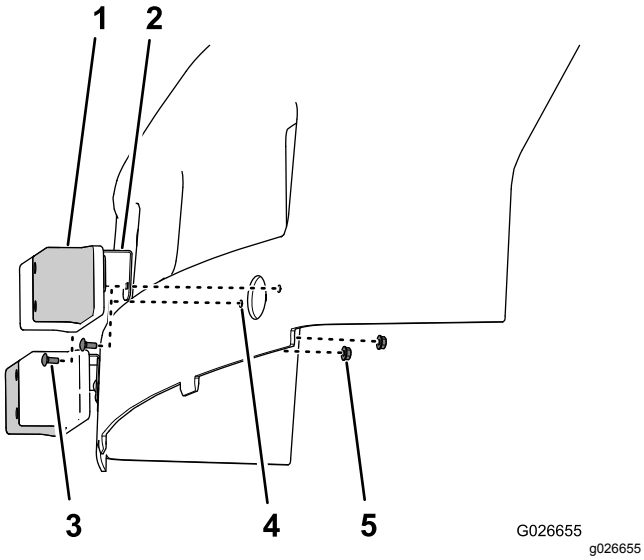

Figur 6
4. Innrett hullene i braketten og lyset med hullet i panseret (Figur 6).
5. Fest braketten og lyset på panseret med låsebolten (nr. 10 x ½ tomme) og flensede låsemuttere (nr. 10) som vist i Figur 6.